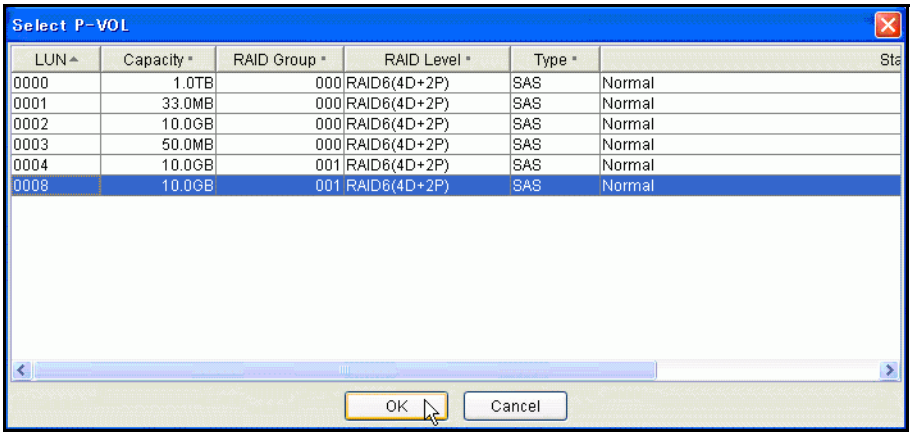

Figure 11-16: Select P-VOL Dialog
9. Select the LUN for the P-VOL, and click **OK**. The Select P-VOL dialog appears, as shown in Figure 11-16.